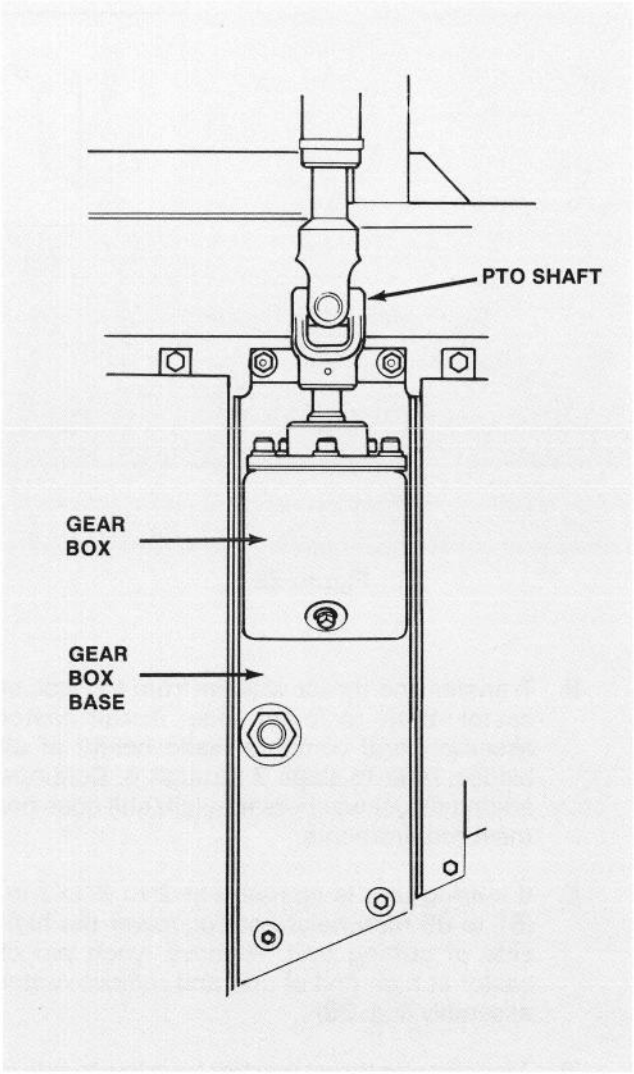

Figure 43
4. To install new belt, the gear box base must be removed. To do this, remove four bolts, washers and nuts holding gear box base (Fig. 43).
6. Install gear box base with carriage bolts, lockwashers and nuts (Fig. 43).